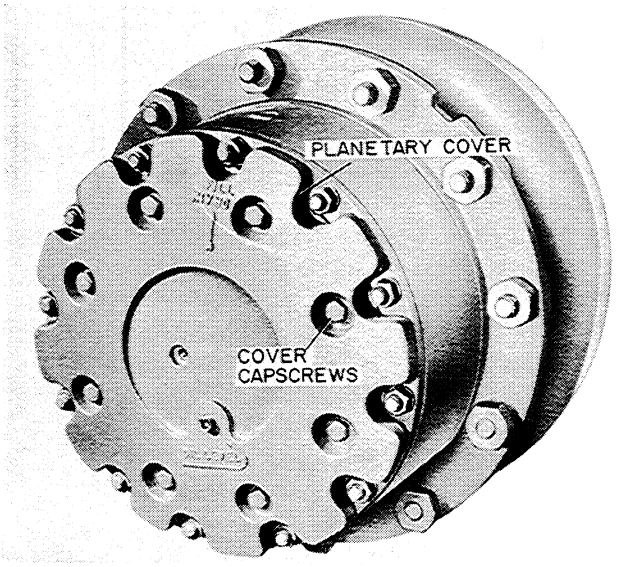

Figure T-19
1. Remove the planetary wheel cover capscrews and cover, Figure T-19.